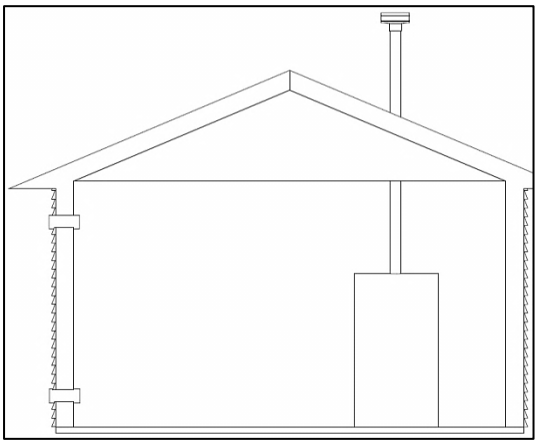

Figure 16 – Combustion Air From Outdoors
1. If air is taken directly from outside the building with no duct, provide two permanent openings to the mechanical room each with a net free area of one square inch per 4000 BTU/hr input. See Figure 16.